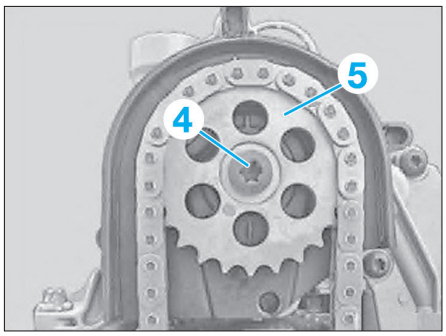

Fig. 28
• Déposer la vis (4) **(Fig.28)**.